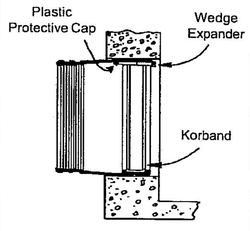

Fig. 4
5. Place plastic cap over end of bolt. (Fig. 4).